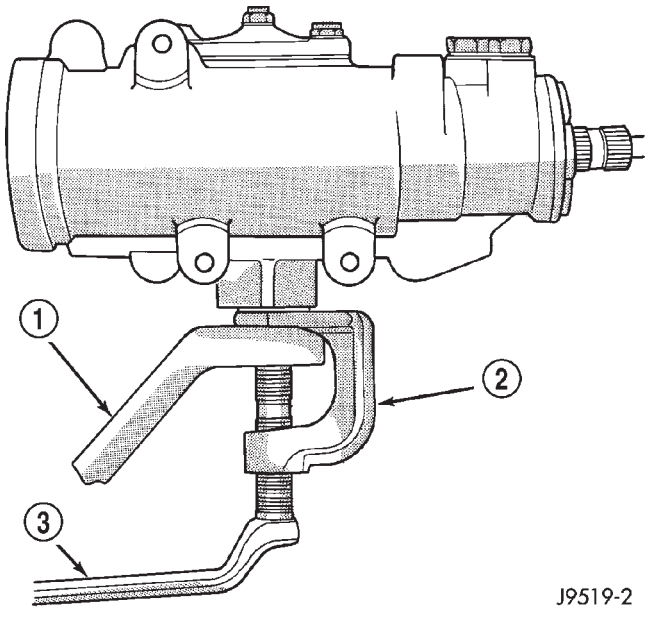

Fig. 4 Pitman Arm
(4) Mark the pitman shaft and pitman arm for installation reference. Remove the pitman arm from the shaft with Puller C-4150A (Fig. 4).